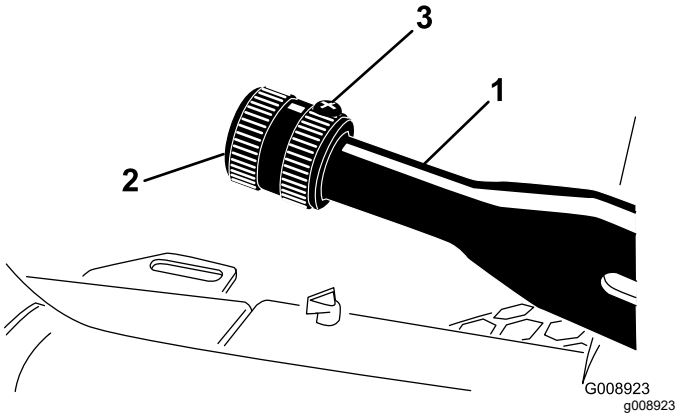

Figur 62
1. Løsn sætskruen, der fastgør skruen til parkeringsbremsehåndtaget (Figur 62).